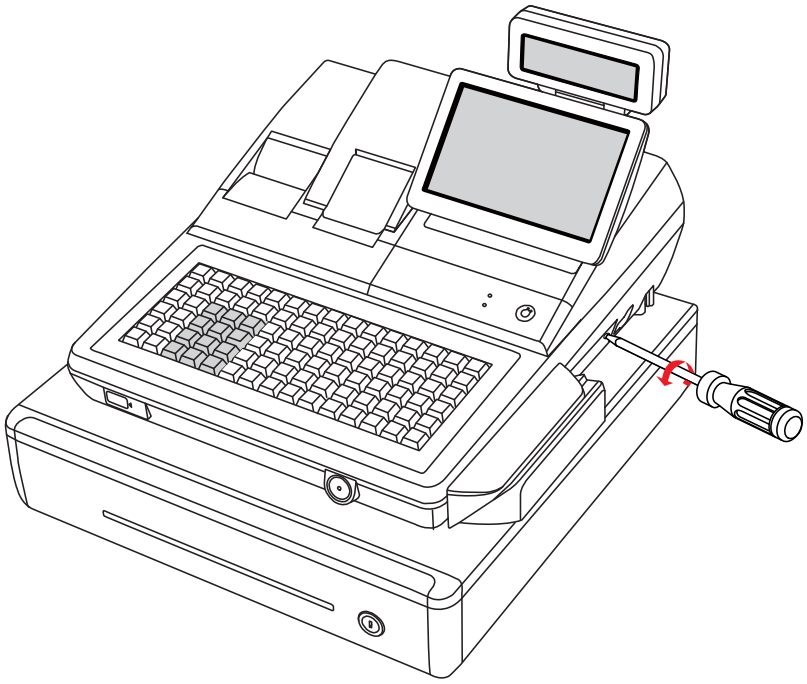

Figure 3-7 Memory Card Installation (1)
1. Unscrew Memory Card Cover by using a (+) shaped screw driver, Figure 3-7.